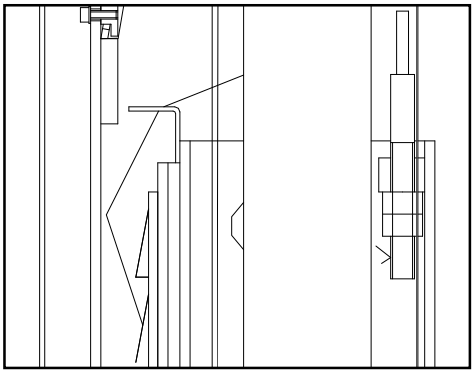

Fig. 14
• Keep both cables in balance during raising or lowering. (Fig. 14)